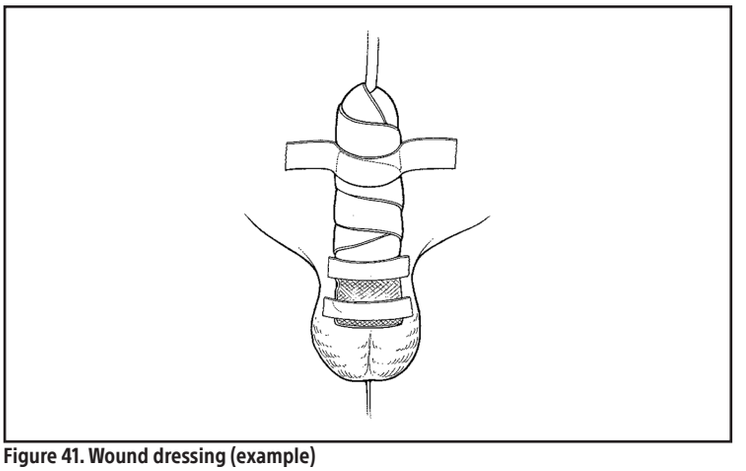

Figure 41. Wound dressing (example)
5. A wound dressing can be applied with the cylinders partially inflated (Figure 41).